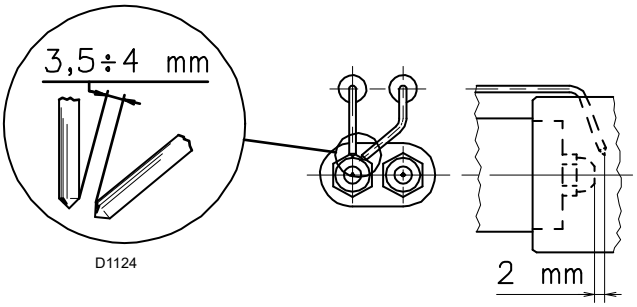

Fig. 14
Contrôler que les électrodes soient positionnées comme sur la Fig. 14, selon les dimensions indiquées.
- ➤ Le gicleur pour la 1re allure de fonctionnement est celui situé sous les électrodes d'allumage, Fig. 14 à la page 19.